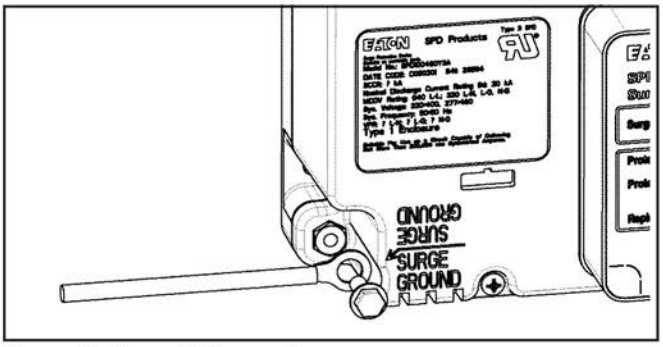

Figure 11. Ground Connection
7. Connect the System Ground wire (green) to the SPD's Surge Ground connection using a ring terminal suitable for use with a #10 fastener and a #10-32 x 3/8" fastener (customer supplied). Tighten the Surge Ground connection to 4.1 Nm (36 in-lbs). If the system uses an isolated ground, connect the isolated ground wire to Surge Ground. There are two Surge Ground connection points provided on the SPD. Connect **only one** of them. See Figure11.
6. Connect the System Ground wire (green) to the SPD's Surge Ground connection using a ring terminal suitable for use with a #10 fastener and #10-32 x 3/8" fastener (customer supplied). Tighten the Surge Ground connection to 4.1 Nm (36 in-lbs). If the system uses an isolated ground, connect the isolated ground wire to Surge Ground. There are two Surge Ground connection points provided on the SPD. Connect **only one** of them. See Figure 11.